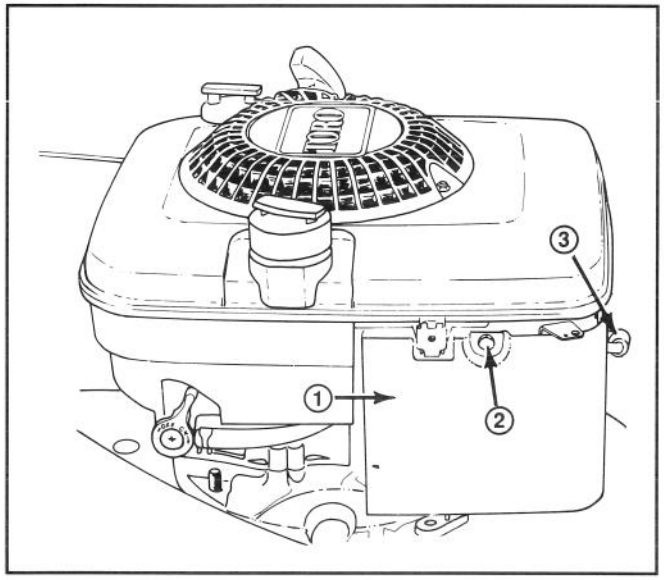

**Abbildung 15**
**2.** Die Schraube des Luftfilterdeckels entfernen (Abb. 15). Den Deckel vom Motor abnehmen und sorgfältig reinigen.